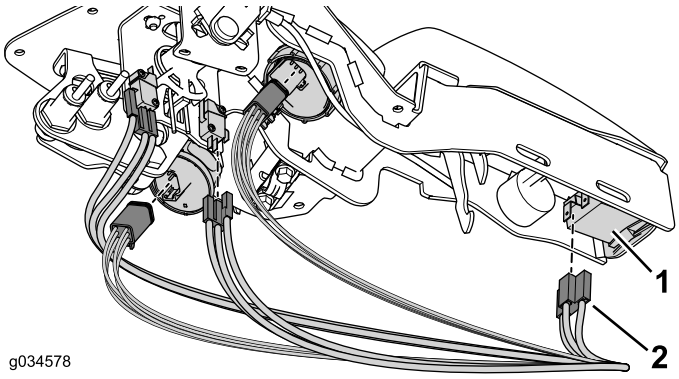

Figure 30
5. Connect the wire harness to the appropriate connections (Figure 30).